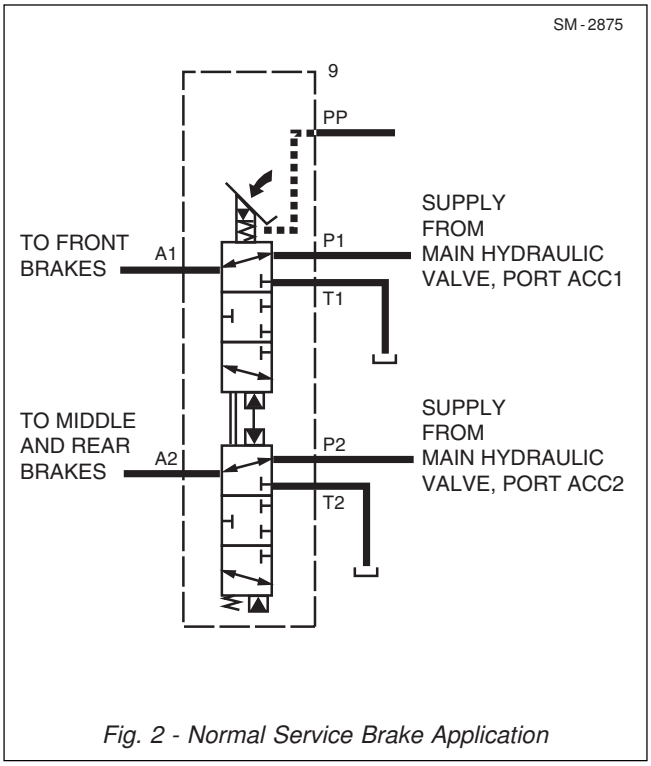

Fig. 2 - Normal Service Brake Application
Refer to Figure 2. When the operator depresses pedal assembly (1), push rod (33) is moved up and pushes on pistons (24 and 27), and in turn pushes spools (10 and 13) up. As spools (10 and 13) move up, the metering notches move out of the tank cavity and close outlet ports 'A1' and 'A2' off to tank ports 'T1' and 'T2'. Spools (10 and 13) continue to move upwards until the metering notches become exposed to the inlet pressure ports. This movement opens inlet ports 'P1' and 'P2' to outlet ports 'A1' and 'A2' respectively. As hydraulic pressure builds in the brake, oil flows through the small orifice in spools (10 and 13) and into the cavities above the spools. As pressure rises in the brake it also rises in the cavities above the spools forcing spools (10 and 13) downwards closing outlet ports 'A1' and 'A2'. Spools (10 and 13) are now balanced between the brake pressure and the pressure of springs (20 - 22) generated by the operator's force on the pedal (1) assembly. Spools (10 and 13) have closed off the inlet ports, outlet ports and the tank ports and will remain in this position as long as pedal (1) assembly is not moved. If the operator further depresses pedal (1) assembly, spools (10 and 13) will move up and build more pressure in the brake until it balances the pedal force.